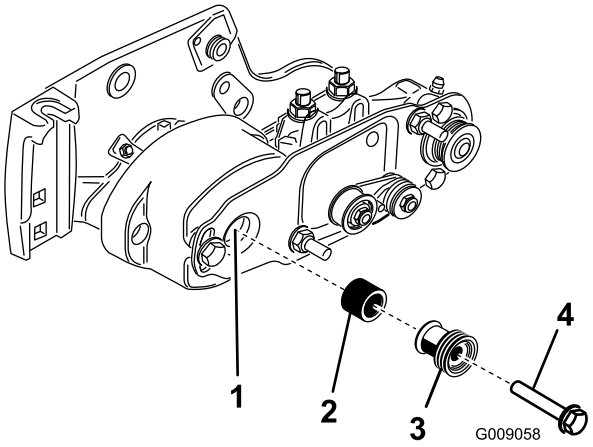

**Figura 15**
19. Installate il distanziale sull'albero dell'alloggiamento del cuscinetto (Figura 15).
20. Inserite la puleggia motrice nel distanziale e sull'albero di trasmissione (Figura 15). Verificate che le linguette della puleggia siano inserite nella scanalatura dell'albero di trasmissione.
21. Fissate la puleggia e il distanziale all'albero di trasmissione con un bullone a testa flangiata (3/8 x 2 poll.) (Figura 15).